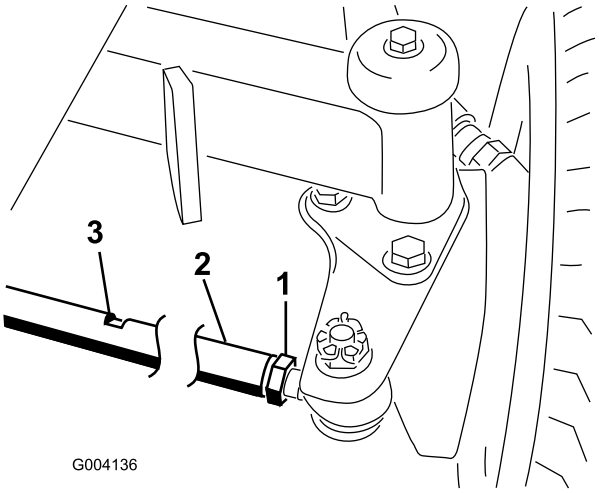

Figur 61
2. Løsn kontramøtrikken for hver ende af forbindelsesstangen (Figur 61).